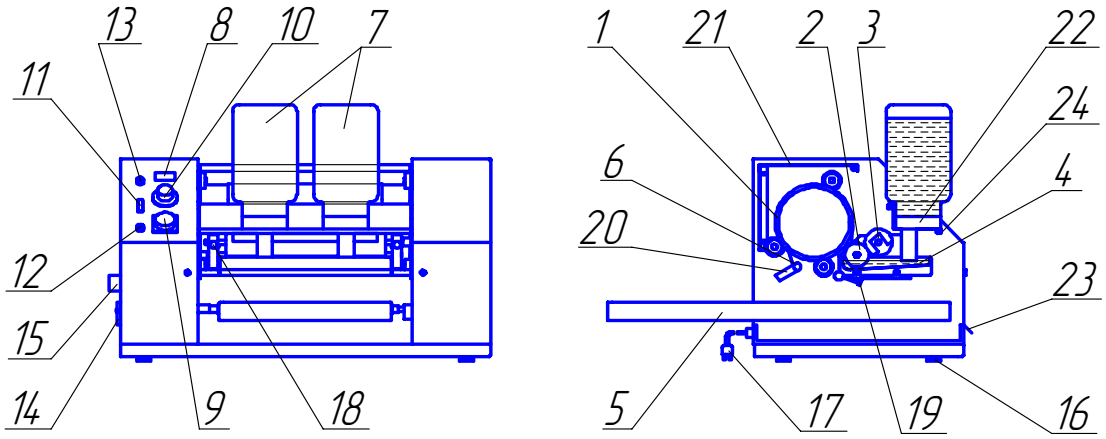

Рис.1. Автомат блинный РК-2.1
5.1 В технологическом процессе жарки блинчиков участвуют жарочный барабан 1, система подачи теста и формования блинной заготовки, нож 6 и транспортер 5 для укладки блинчиков в стопку (см. рис.1).
5.2 В состав системы подачи теста и формования блинной заготовки входят (см. рис.1):
6.1 Установите корпус автомата на рабочее место, добившись горизонтальности регулировкой ножек 16 (см. рис.1). Снимите с деталей корпуса автомата защитную пленку (при ее наличии) и протрите доступные поверхности слегка влажной чистой тканью. Обратите внимание, кожух 21 (см. рис.1) откидывается (фото 10 и 11).
7.9 Установите на свое место копир (фото 27) для квадратного или круглого блина. Для этого расположите копир на опорах штифтом вправо, последовательно оттяните на себя рукоятки фиксаторов 18 (см. рис.1) и опустите оси копира в седла. При этом штифт копира необходимо разместить между штырями муфты (фото 28).
7.15 При необходимости можно регулировать зазор между валиком и жарочным барабаном винтами 19 (см. рис.1). Он должен быть примерно 0,6 мм. Для контроля этого зазора к автомату прикладываются два щупа толщиной 0,55 и 0,7 мм. Если завинчивать винты по часовой стрелке, то зазор будет больше, если отвинчивать - меньше. При наличии прорех в блинной заготовке (мало теста передается с валика на жарочный барабан) можно уменьшить зазор. При наличии потеков теста и излишней толщине блинной заготовки (слишком много теста) можно увеличить зазор.